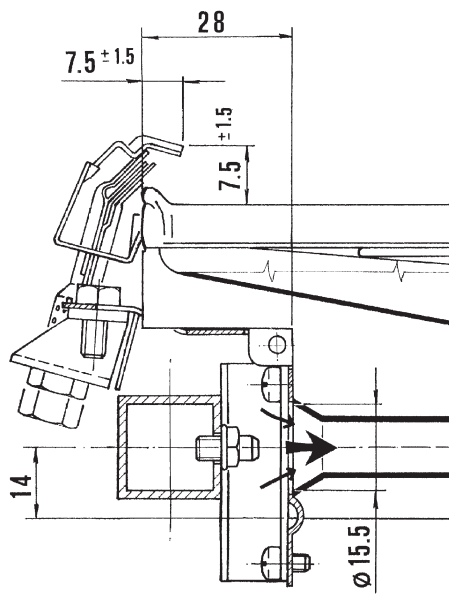

Fig. 26
– Remove the old pilot burner and replace with the new one. Check that the critical dimensions are as shown in fig 26.